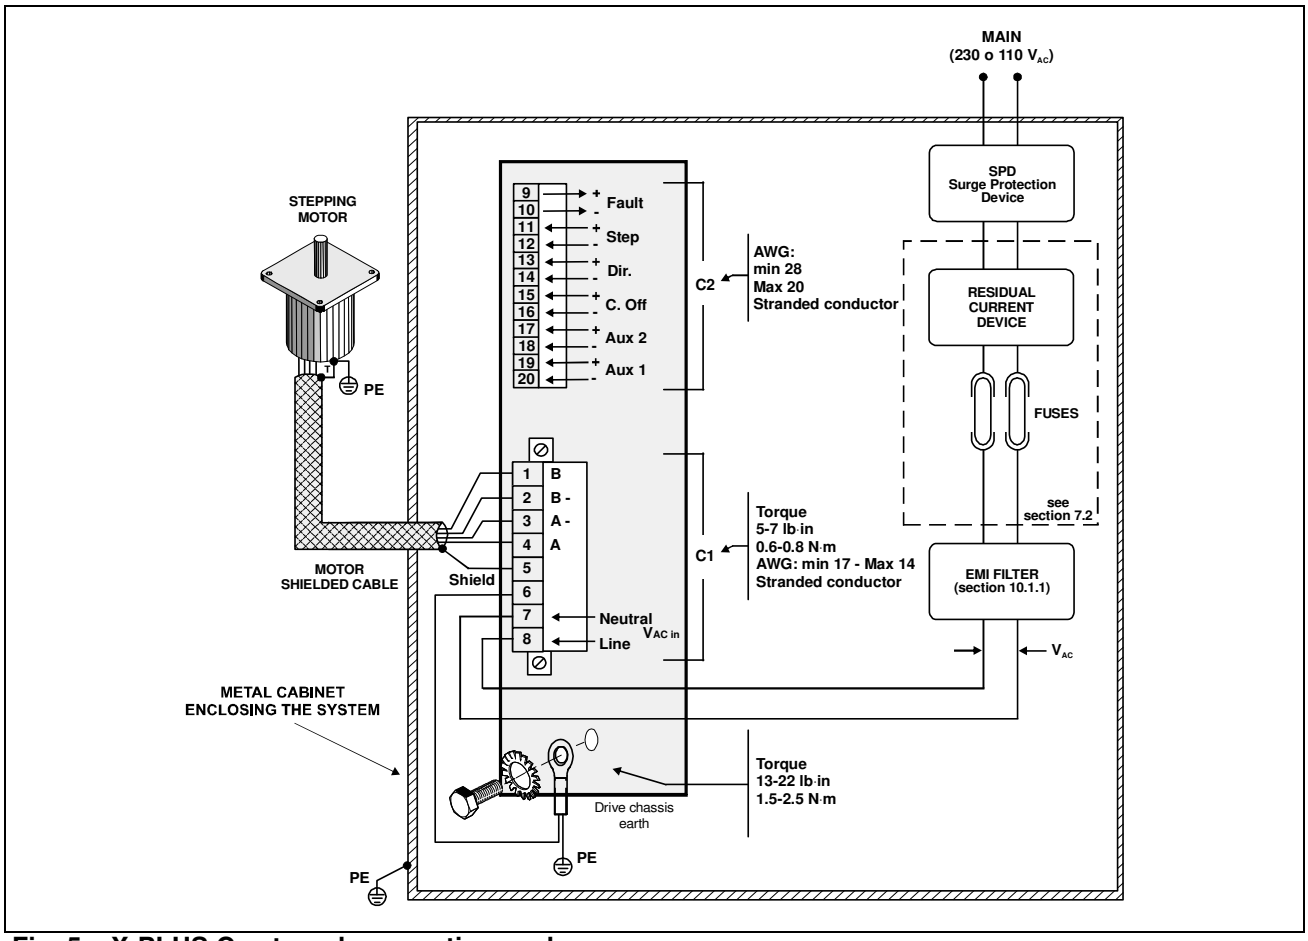

Fig. 5 – X-PLUS C external connections scheme.
Protection systems indicated in Fig. 5 must include:
- Interpose an EMI filter in AC power input line (see Fig. 5) in order to reduce conducted electromagnetic interferences. Filter characteristics in a specific installation depend on following factors: